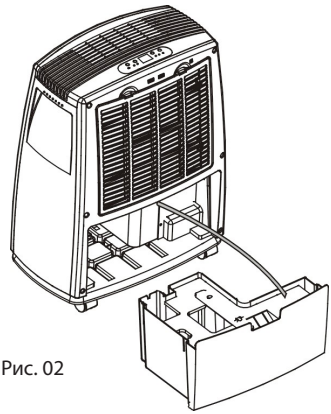

Рис. 02
1. Для постоянного слива конденсата в дренаж выньте резервуар для воды и вставьте сливную трубку в сливной штуцер на корпусе осушителя (см. рис. 02). Затем установите резервуар для воды обратно.